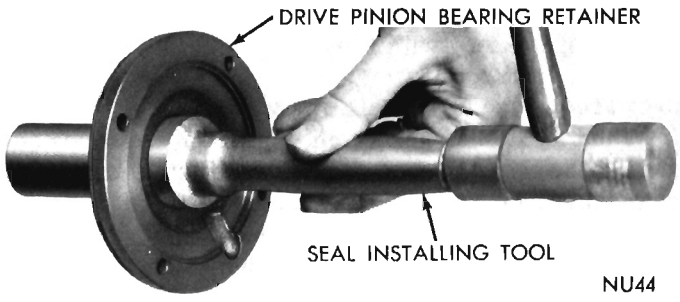

Fig. 33—Drive Pinion Seal Replacement
(6) Install a new seal in pinion bearing retainer, using Tool C-3789 (Fig. 33).
(7) Using a new gasket, install drive pinion and retainer in the case. Install attaching bolts and tighten to 30 foot-pounds.